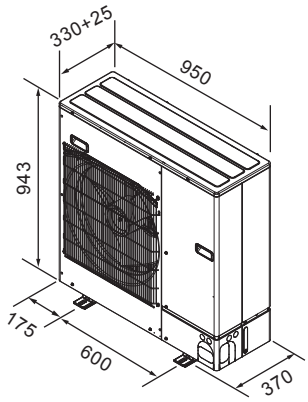

Abb. 2-3
2.3. Außenmaße (Außenanlage) (Abb. 2-3)